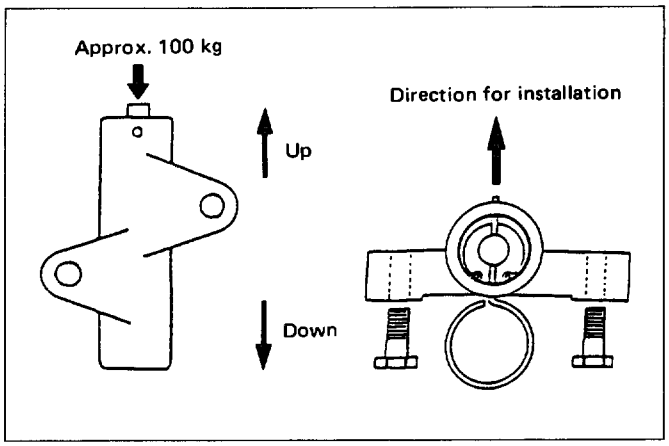

Fig. 6A1-30
When reusing the pusher, press the pusher to retract the rod (1.4 mm piano wire). (Fig. 6A1-30)
12) Remove double clips from pulleys. Turn the crankshaft pulley clockwise by two turns. Measure the rod protrusion to ensure it is within the standard. (Fig. 6A1-31)